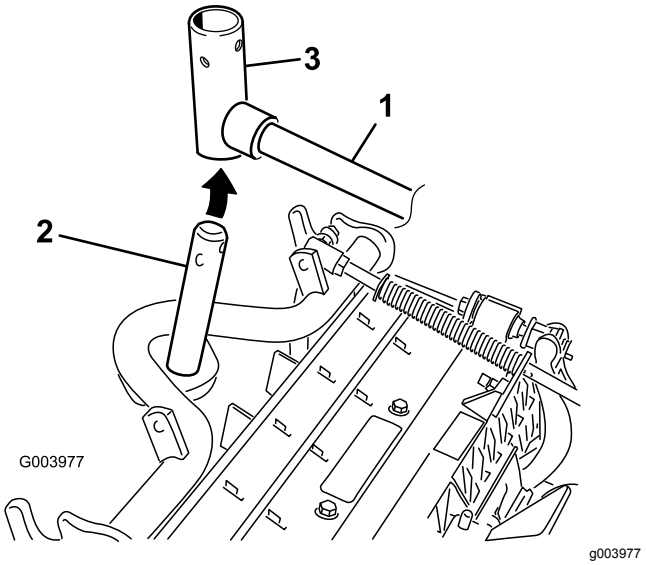

**Figur 10**
8. Vid montering av de främre klippenheterna ska en klippenhet skjutas in under lyftarmen samtidigt som bärramens axel förs upp och in i lyftarmens svängok (Figur 10).
B. Sätt i lyftarmens ok i bärramens axel (Figur 10).